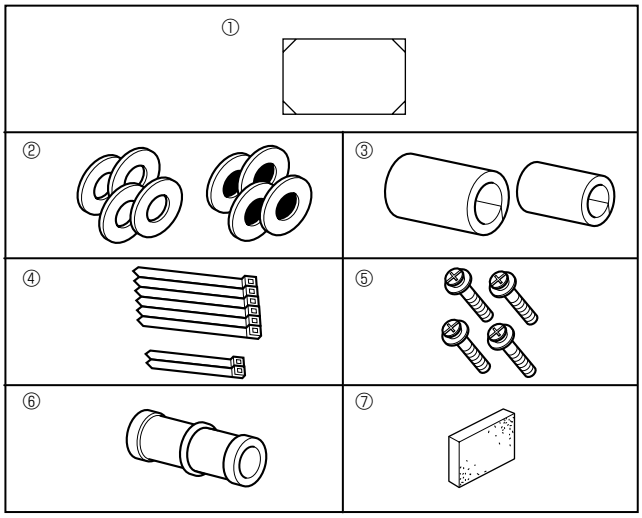

Fig. 2-1
2.1. Проверьте наличие дополнительных принадлежностей к внутреннему прибору (Fig. 2-1)